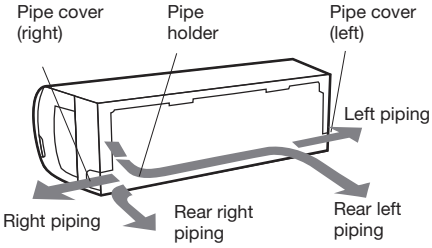

Figure 1.4
2. For the rear-right-hand and rear-left-hand piping, install the piping as shown in figure 1.4. Bend the connective pipe to be laid at a height of 1-11/16" or less from the wall. Fix the end of the connective pipe.